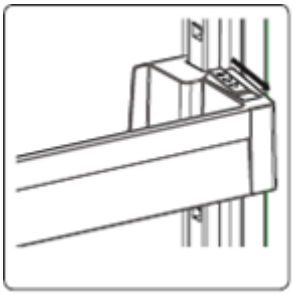

Рис. 1
- Возьмитесь за нижнюю часть полочки и потяните фиксаторы двух сторон в направлении стрелки. (рис. 1)